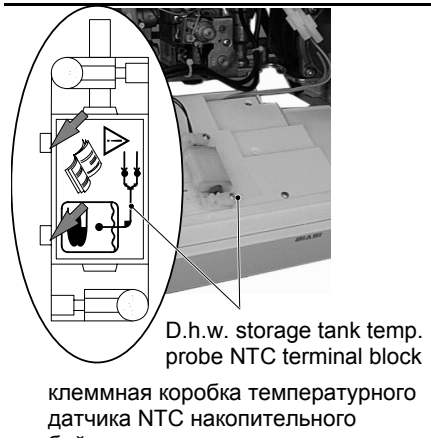

Fig. 5.14
- Insert a small flat-bladed screwdriver into the two slots indicated in Fig. 5.14. Lever upwards gently with the screwdriver so as to unfasten the probe terminal block cover by rotating it upwards
- Вставьте маленькую плоскую отвертку в два отверстия, обозначенных на рис. 5.14. Медленно двигайте отвертку по направлению вверх так, чтобы отделить крышку клеммной коробки, вращая ее по направлению вверх.